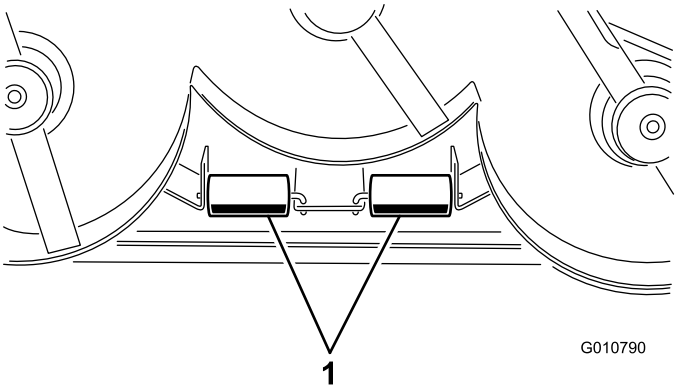

Figura 12
1. Rimuovete le coppiglie che fissano gli alberi del rullo alle staffe sulla parte inferiore del piatto di taglio (Figura 12).